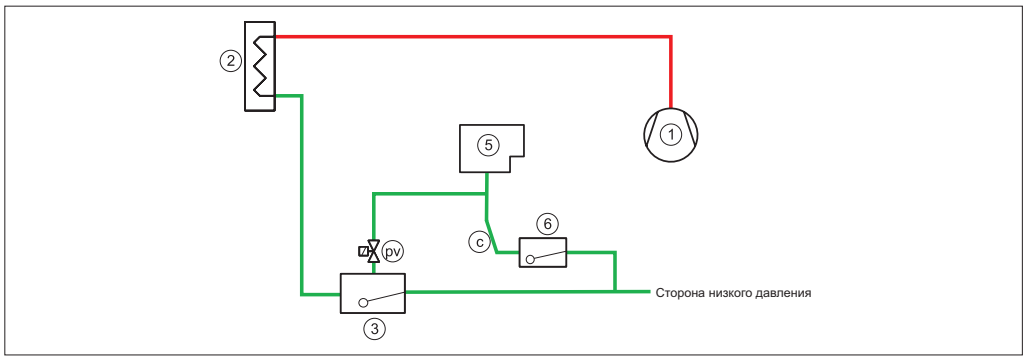

Рис. 8. Схема подключения воздухоотделителя с точкой отбора (pv). Сливной трубопровод (c) должен быть вертикальным / с нисходящим уклоном
В системах с регулированием уровня жидкости в конденсаторе регуляторами высокого давления (рис. 8) НКГ будут собираться в поплавковом клапане (3)